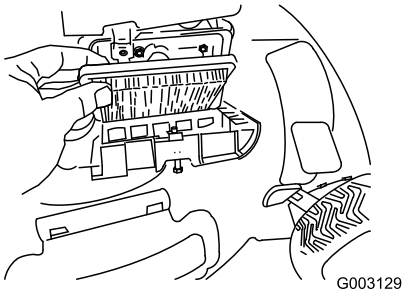

Figur 34
4. Sätt tillbaka skyddet (Figur 34).